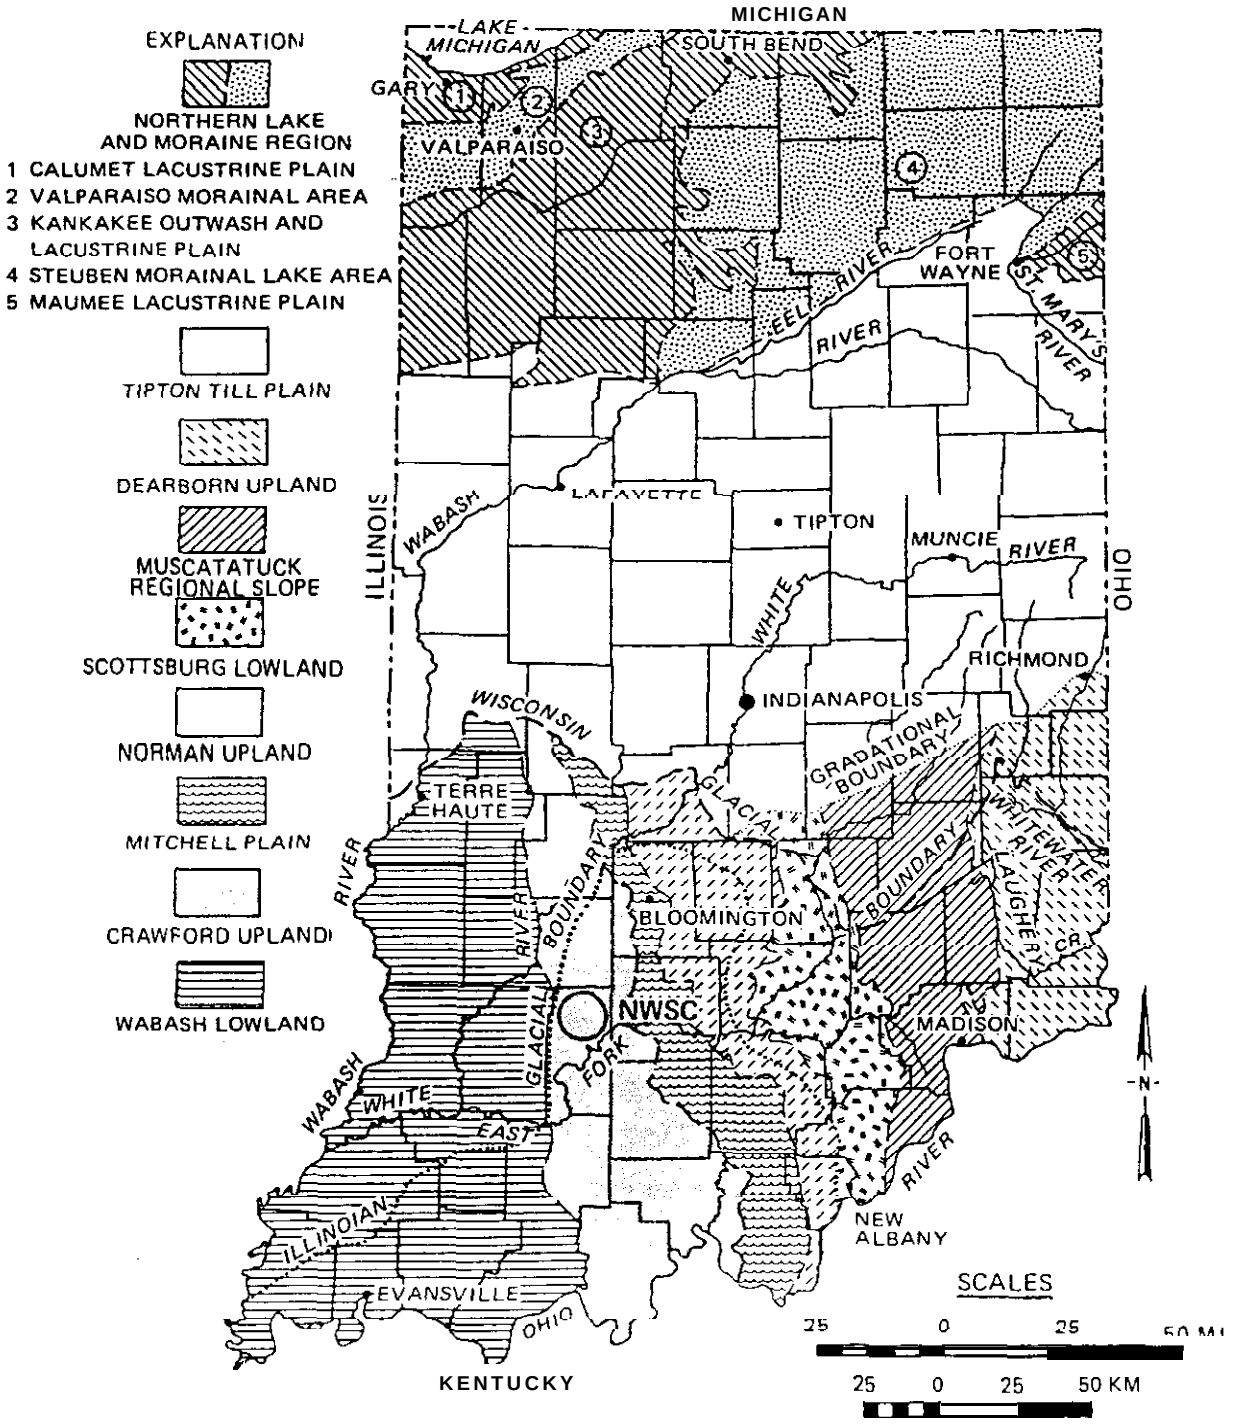

Figure 6. Physiographic divisions of the State of Indiana (Perry and Smith 1958)
10. The physiographic divisions of the state of Indiana, the limits of Pleistocene glaciation. and the location of the NWSC are shown in Figure 6. The NWSC lies in an unglaciated area of the Crawford Upland, a rugged dissected plateau bound on the east by the Mitchell Plain and on the west by the Wabash Lowland. The Mitchell Plain is a low dissected limestone plateau characterized by sinkhole topography and other karst features. The boundary between the Crawford Upland and the Mitchell Plain is called the Chester Escarpment, a highly irregular east-facing cuesta escarpment. The escarpment trends northwest-southeast and passes just east of the NWSC. The face of the escarpment is somewhat obscured by elongated upland spurs and upland outliers along with karst valley reentrants that extend into the uplands for several miles. Numerous springs, cavern passages and caves occur along the Chester Escarpment and in the eastern part of the Crawford Upland. Some of these solution features are found in the eastern portion of the NWSC. The Crawford Upland grades into the Wabash Lowland near the western NWSC boundary. Elevations on the Crawford Upland at the NWSC range from less than 500 ft mean sea level (msl) to greater than 850 ft msl. Relief on the upland varies from about 100 ft to 350 ft, with higher elevations and greater relief occurring generally in the eastern part of the NWSC. Surface drainage in the upland is to the south and southwest.
12. Ground water in the unglaciated southwest portion of Indiana in general is contained in joint openings of limestone and sandstone aquifers. In the area of the Crawford Uplands, aquifers are *essentially* isolated from each other vertically by interlayered shale beds which act as aquicludes (Figure 6). Ground water enters the aquifers through outcrops and flows by gravity down the dip of the strata. Because the regional dip of the strata is to the southwest, the regional flow pattern of ground water in each aquifer is also to the southwest. Locally, however, variations in bedding dip, incision of an aquifer by surface drainage, and karstic conditions produce conditions